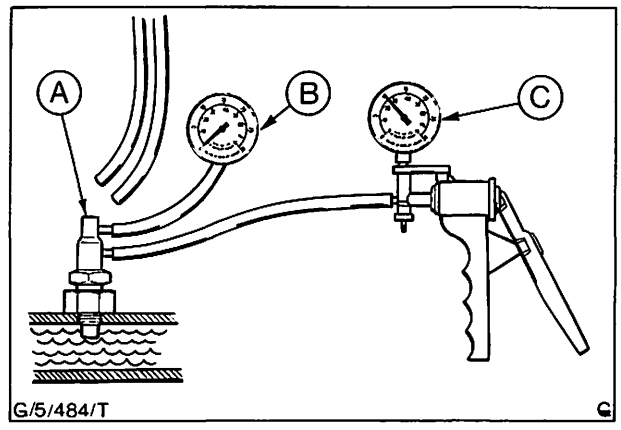

Abb. 179 Prüfanordnung für Zweikanal-Unterdruckthermostat (kalter Motor)
4. Vakuumpumpe und Vakuummeter gemäß Abb. 179 anschließen.